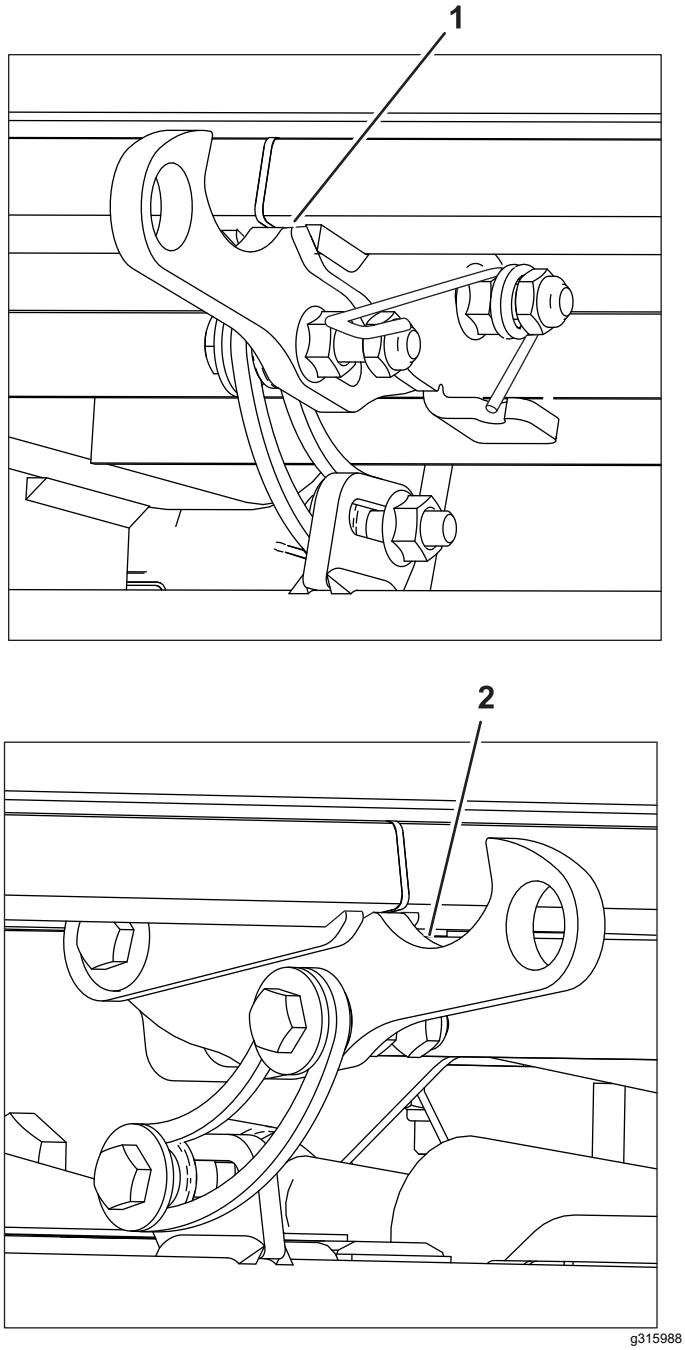

图 6
注意 确保不要将锁紧螺母完全安装到螺栓上。凸缘螺母与锁紧螺母之间的空间用于安装弹簧图 6。
5. 如图 6 所示安装弹簧端。